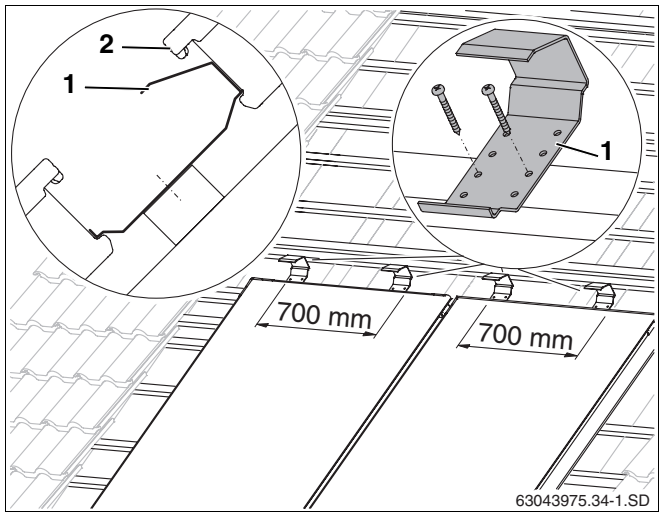

Abb. 31 Abrutschsicherungen für die zweite Kollektorreihe
- Zwei Abrutschsicherungen (Abb. 31, **Pos. 1**) je Kollektor mittig (700 mm auseinander) über den unteren Kollektor auf die vierte zusätzliche Latte der unteren Reihe legen und mit je zwei Schrauben 4×40 befestigen.
- Kollektor der oberen Reihe (Abb. 31, **Pos. 2**) gegen die Abrutschsicherungen gleiten lassen und mit der unteren Reihe ausrichten.